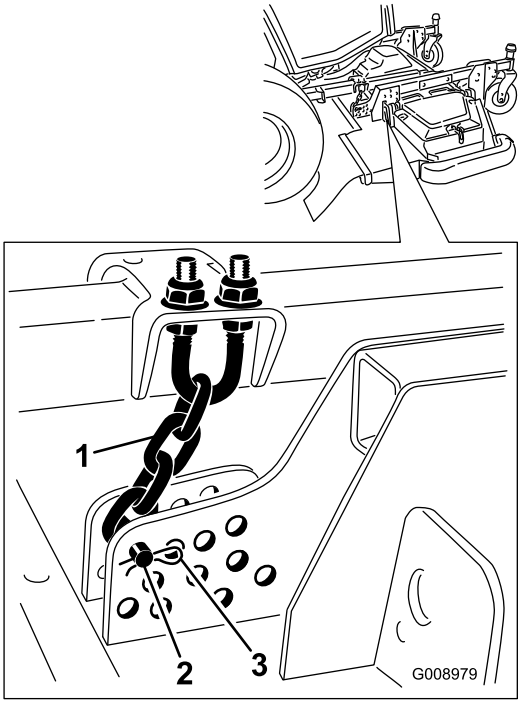

Figur 35
9. Ta bort hårnålssprinten och sprintbulten som fäster klipphöjdskedjorna på klippdäckets bakre del (Figur 35).